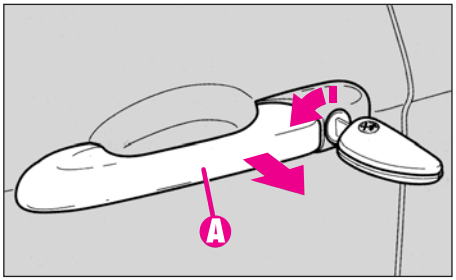

fig. 9
-pentru deschiderea uşii, rotiţi cheia (în sensul acelor de ceasornic pentru uşa şoferului, în sens invers pentru uşa pasagerului), apoi scoateţi cheia şi trageţi de mânerul uşii (**A-fig. 9**).